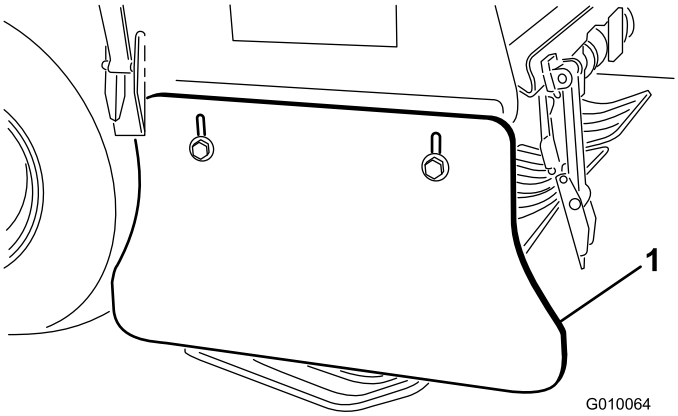

**Rysunek 62**
1. Poluzuj śruby i nakrętki mocujące osłonę boczną do ramy (Rysunek 62).